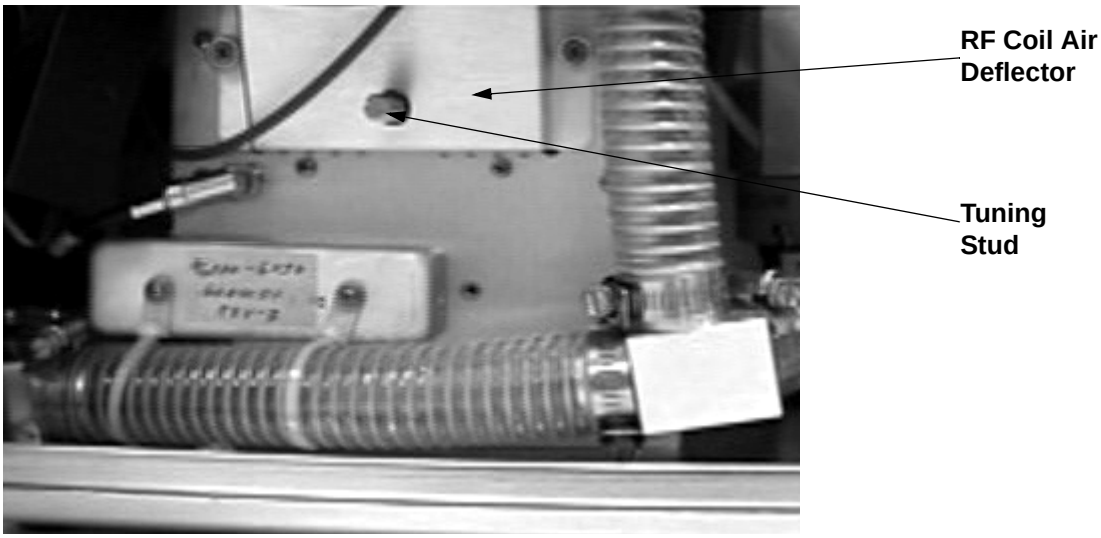

Figure 5-13. Ring electrode RF voltage tuning stud
c. With a wrench, loosen the 9/16-in. lock nut that holds the tuning stud in place. See Figure 5-13.